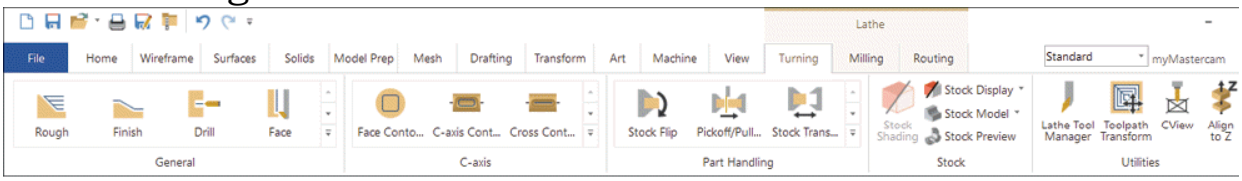

Figure-2. Turning toolpaths
- Click on the down arrow below **Lathe** tool again and select desired turning machine from the list. The tools to create lathe machining toolpaths will be displayed in the **Ribbon**; refer to Figure-2.